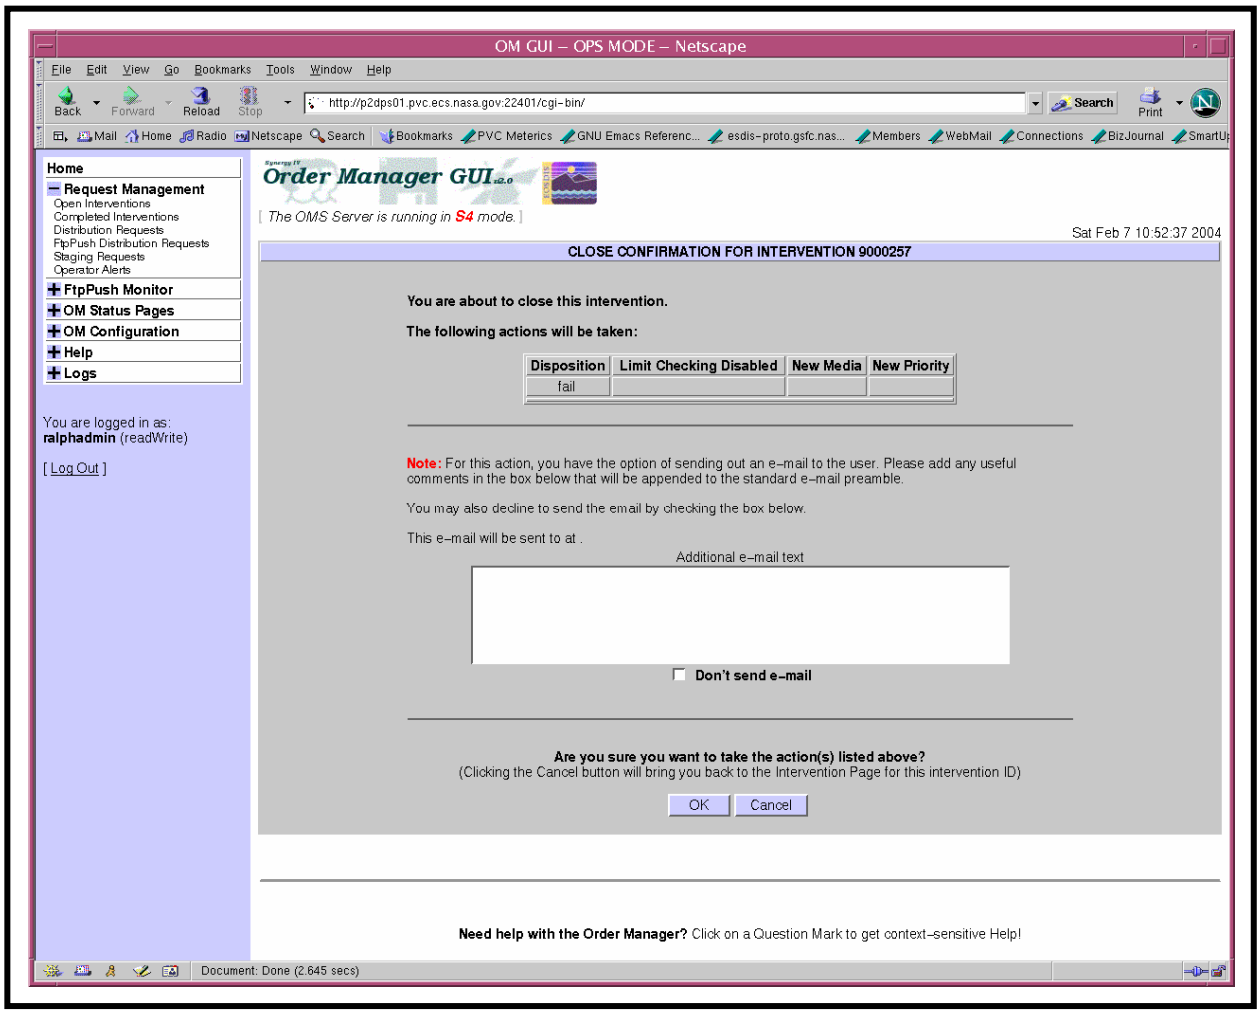

Figure 25. Close Confirmation Page Showing Additional E-Mail Text Box
- An **Additional e-mail text** text box for appending text (if desired) to the standard e-mail text is displayed on the **Close Confirmation** page (as shown in Figure 25).